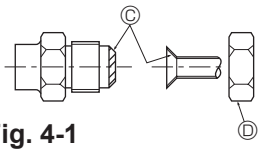

Fig. 4-1
Ⓐ (Fig. 4-1)
Ⓑ (Fig. 4-1)
4.2. Соединение труб (Fig. 4-1)